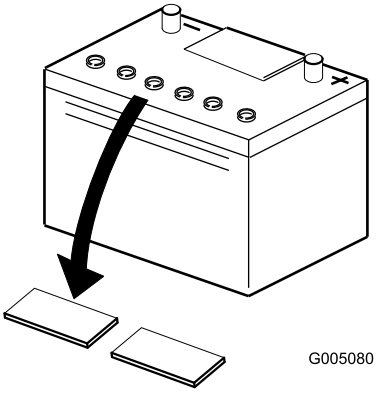

**Figuur 6**
2. Maak de bovenkant van de accu schoon en verwijder de vuldoppen (Figuur 6).